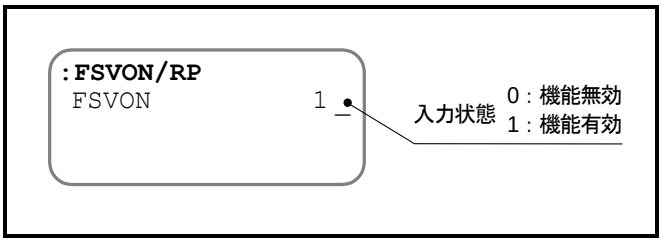

図 7-26：機能モニタの表示例
- たとえば，「図 7-26：機能モニタの表示例」の例では SVON **入力**：**サーボオン** の入力状態をモニタしています．仮に SVON 入力が B 接点であったとしても，「1」でサーボオン入力が有効であるということを示しています.